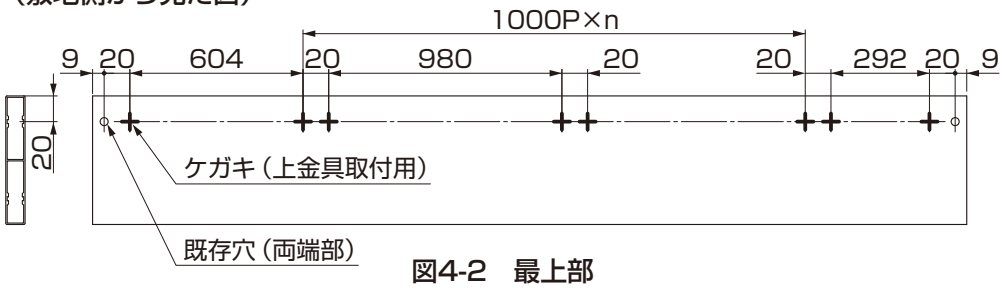
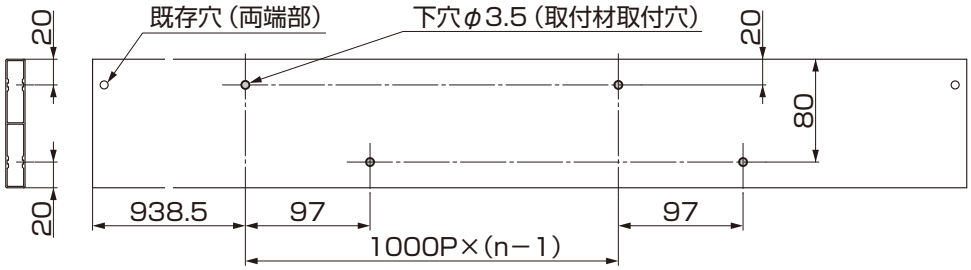
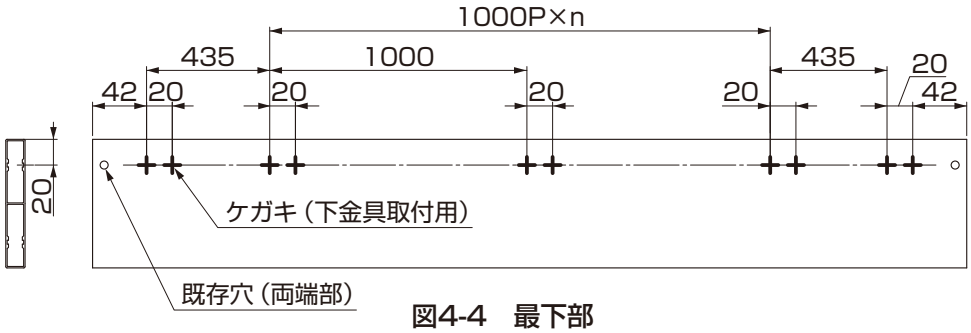

図4-2　最上部
図4-3　中間部
図4-4　最下部
①最上部、中間部、最下部の意匠板を加工してください。（図4-2、図4-3、図4-4参照）